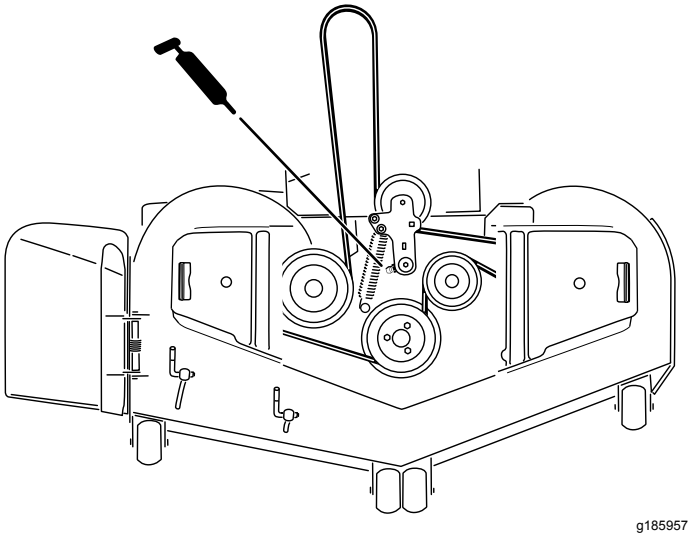

Figur 48
5. Smörj armen på klippdäckets mellanremskiva tills fett kommer ut på undersidan (Figur 48).
6. Smörj drivremmens mellandrevsarm (Figur 48).